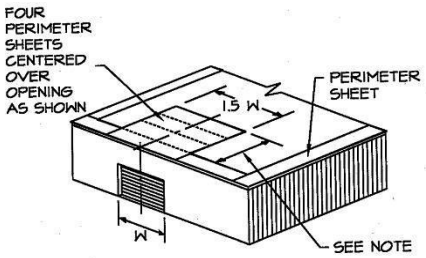

Figure 1
1. **Buildings with large openings (Figure 1)** - When any wall contains major openings with a combined area which exceeds 10% of the total wall area on which the openings are located, a minimum of four (4) perimeter sheets (centered over the opening) must be specified as shown. As an option to the above perimeter securement, an adhered membrane section may be used in lieu of the mechanically fastened membrane at large openings in accordance with the Mule-Hide Fully Adhered TPO Roof System Specification.